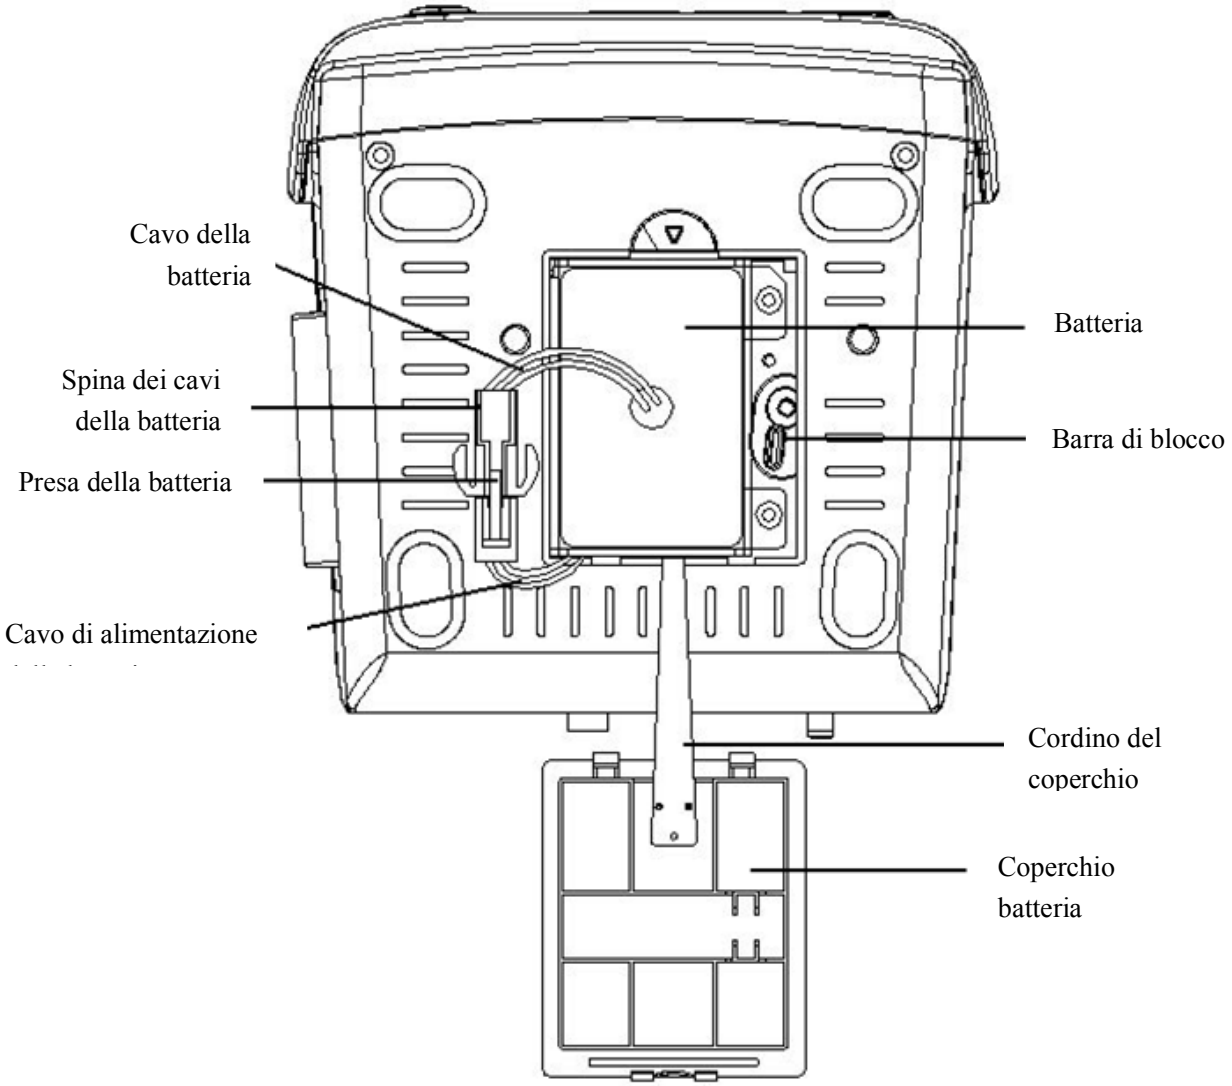

Figura 3.6 Installazione della batteria
1. Assicurarsi che il monitor non sia collegato all'alimentazione a corrente alternata (AC) e che sia spento.
4. Collegare la spina dei cavi della batteria alla presa della batteria nel senso corretto, come da figura 3.6.